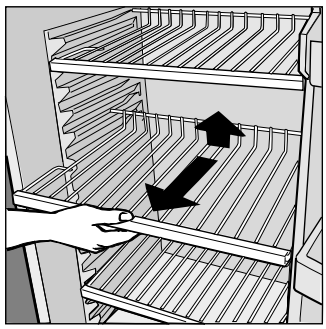

Fig. 1
- O compartimento frigorífico é dotado de práticas prateleiras extraíveis (Fig. 1) de altura regulável graças às apropriadas guias. Desta forma é possível guardar mesmo grandes recipientes assim como alimentos de grandes dimensões.